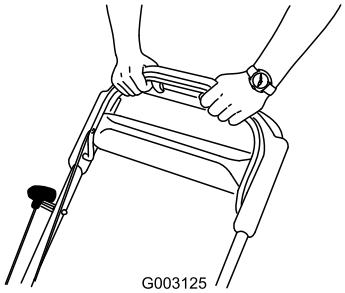

Figura 17
3. Tenete la barra di comando della lama contro la stegola (Figura 17).